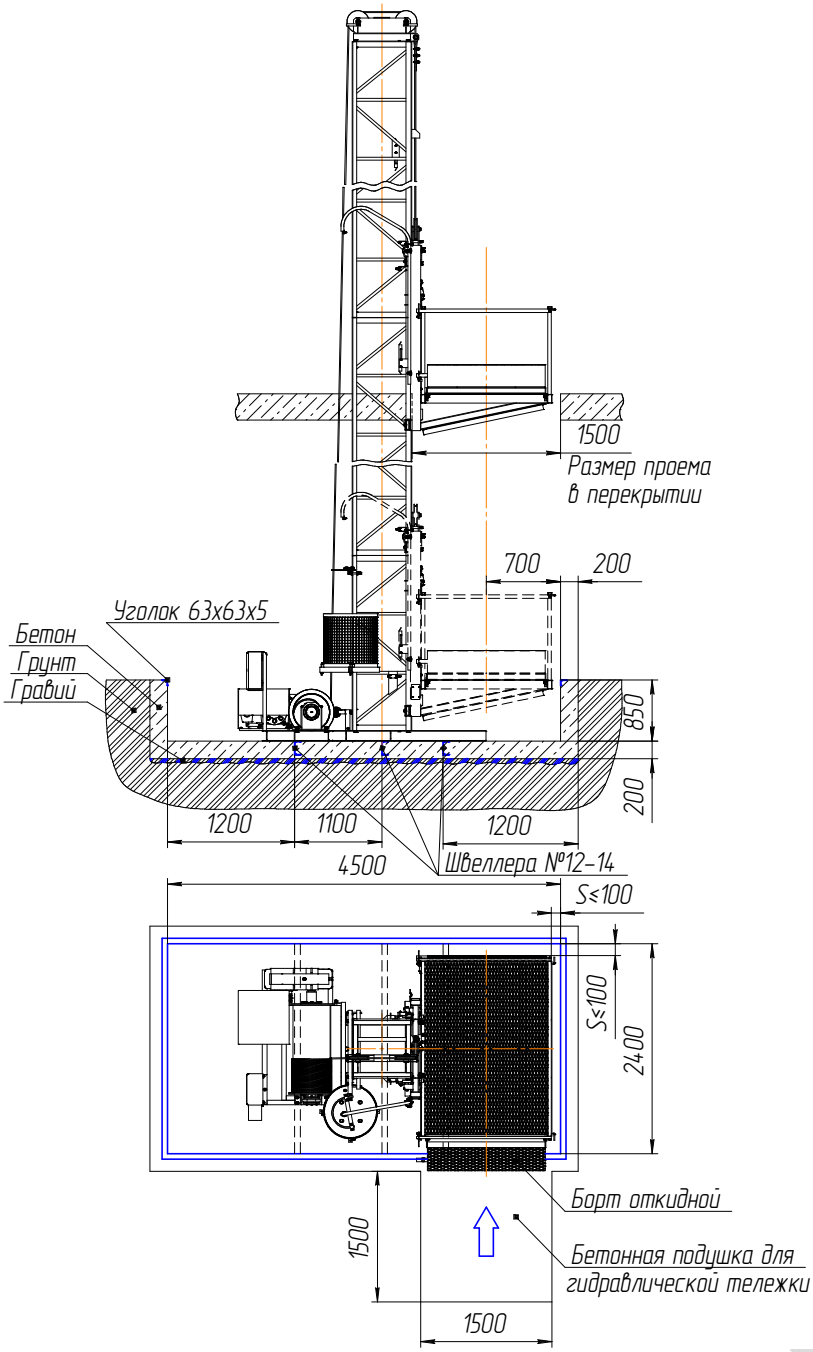

Рис. 17 – Приямок
В случае установки подъемника в приямок необходимо подготовить специальное углубление, позволяющее уменьшить расстояние между площадкой грузовой каретки и уровнем рабочей площадки (рис. 17). Для обеспечения безопасности погрузочно-разгрузочных работ зазор между стенками приямка и грузовой площадкой (S) должен составлять не более 100 мм. При монтаже подъемника, помимо подготовки приямка, рекомендуется так же подготовить бетонную подушку для удобства погрузки с помощью гидравлической тележки или погрузчика.
Для подготовки приямка следует выкопать яму заданных размеров (рис. 17), изготовить и установить деревянную опалубку. Дно ямы перед заливкой бетона засыпать слоем гравия толщиной не менее 50 мм. В незастывший бетон дна приямка на заданных расстояниях (рис. 17) устанавливаются три швеллера №12 или №14 ГОСТ 8240-97 длиной 1800 мм. Они позволяют равномерно распределить нагрузку и укрепить бетонное основание приямка без использования арматуры или металлической сетки.